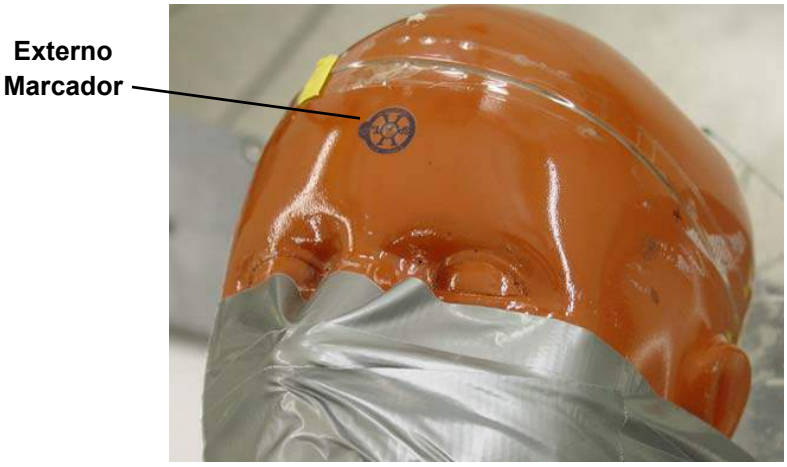

Figura 54 Marcador externo (BB) na superfície do fantasma
- O fantasma do crânio com marcadores externos (também chamados BBs) na superfície do fantasma do modo Rastreamento craniano 6D. O marcador externo (BB) na superfície do fantasma é mostrado no Figura 54.